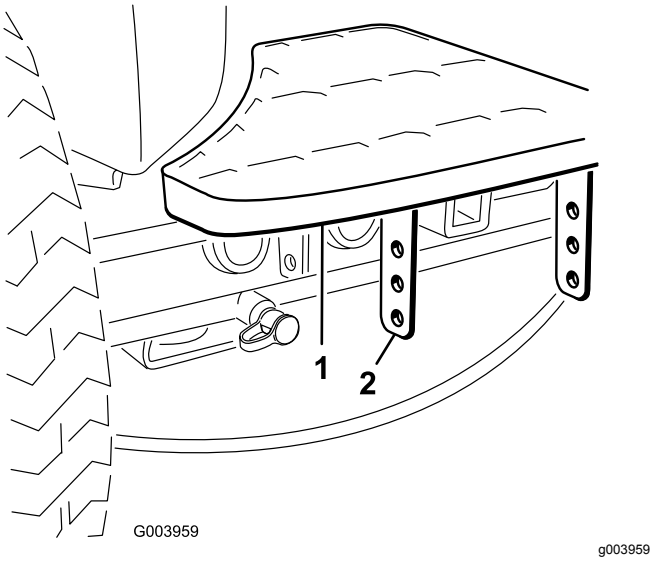

Figur 2
1. Fjern de to bolte og møtrikker, der fastgør trinbeslagene til traktionsenhedens ramme (Figur 2).